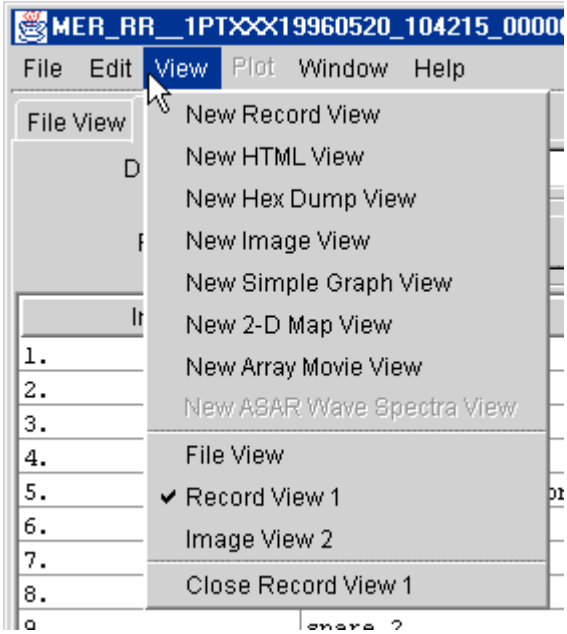

Figure 4.3 The *View* menu
- The first section allows new *views* to be created. Only views that are appropriate for the currently open file may be selected. These options are shown in Figure 4.3. If more than one type view is created, an integer will be appended to the view name so that they can be distinguished from one another. The views available are :-